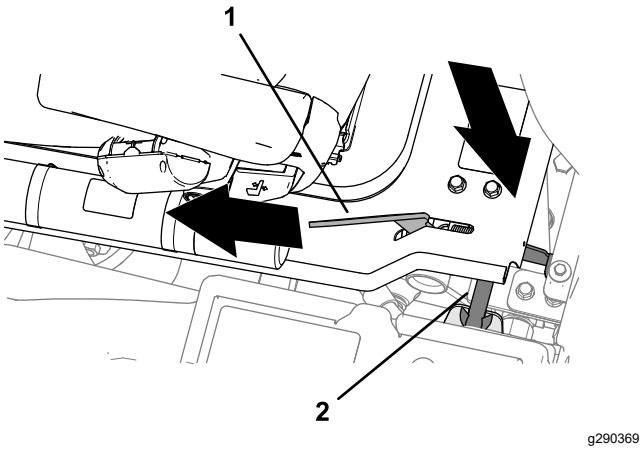

Figur 51
2. Når plattformen nærmer seg helt nedsenket posisjon, flytt plattformlåsehåndtaket (Figur 51) mot fronten av maskinen.